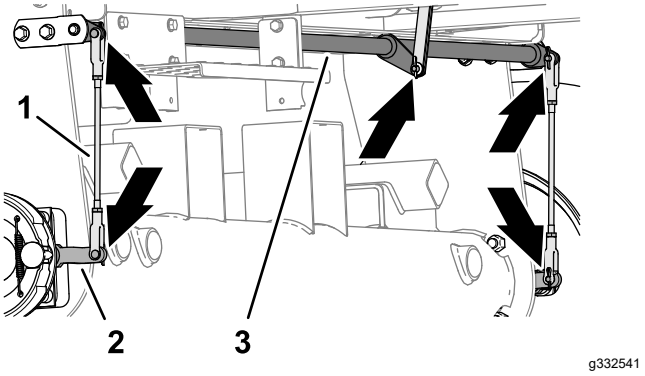

**Figur 72**
1. Efterse venstre og højre bremsestang (Figur 72) for skader og slitage.
2. Efterse bremsens drejeaksel (Figur 72) for skader og slitage.